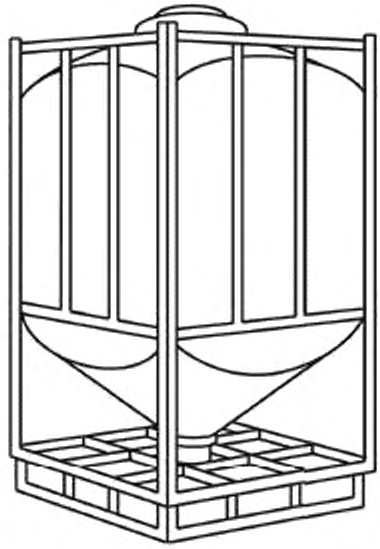

Рисунок 27 — Бункерный поддон
4.2.7 **бункерный поддон:** Герметичный ящичный поддон с четырьмя неразборными стенками, оснащенный герметичной крышкой и разгрузочным устройством в настиле (см. рисунок 27). en silo pallet fr palette-silo